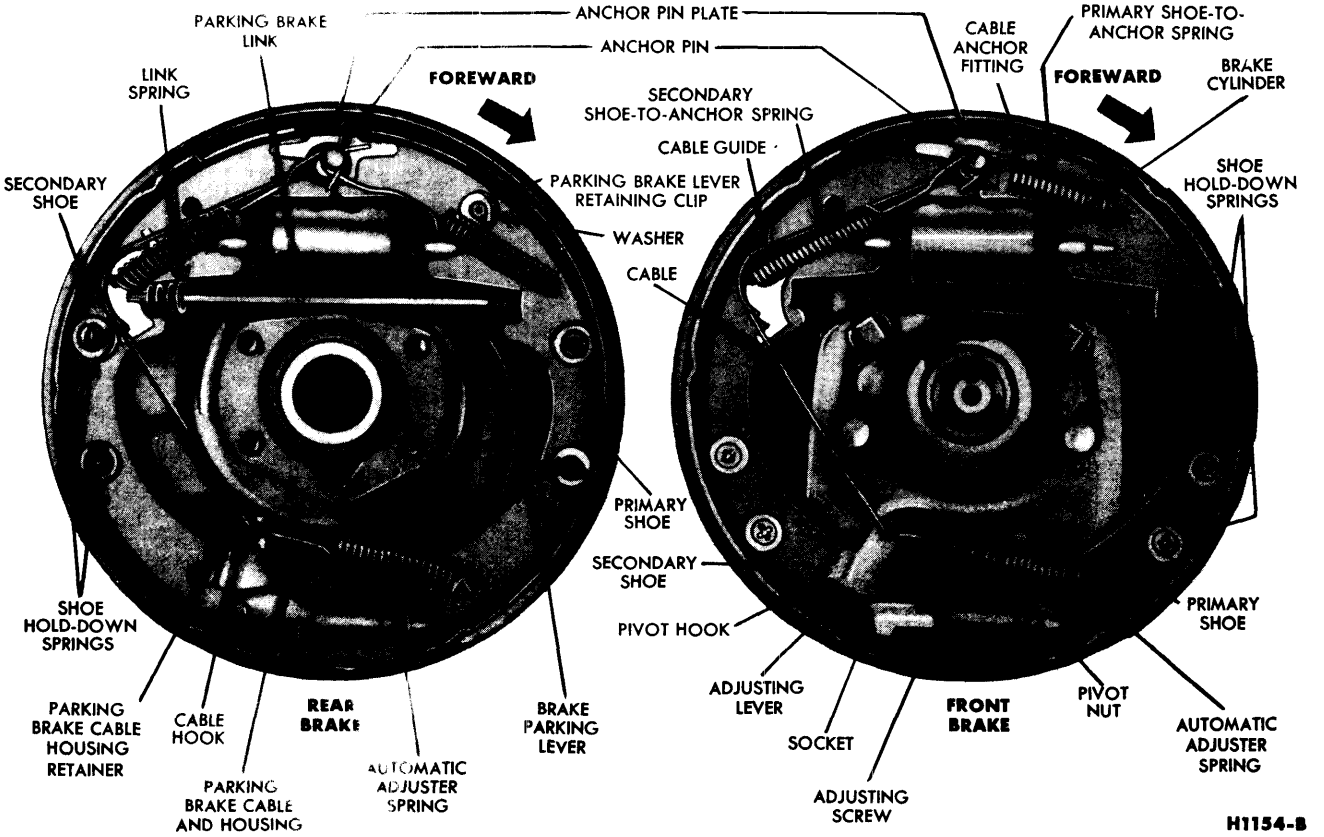

FIG. 1—Self Adjusting Brake Assemblies
The self-adjusting brake mechanism consists of a cable, cable guide, adjusting lever, and adjuster spring (Fig. 1). The cable is hooked over the anchor pin at the top and is connected to the lever at the bottom. The cable is connected to the secondary brake shoe by means of the cable guide. The adjuster spring is hooked to the primary brake shoe and to the lever. The automatic adjuster operates only when the brakes are applied while the car is moving rearward and only when the secondary shoe is free to move toward the drum beyond a predetermined point.
7. Connect the three brake lines to the outlet fitting, but leave the line fitting nuts loose (Fig. 1).